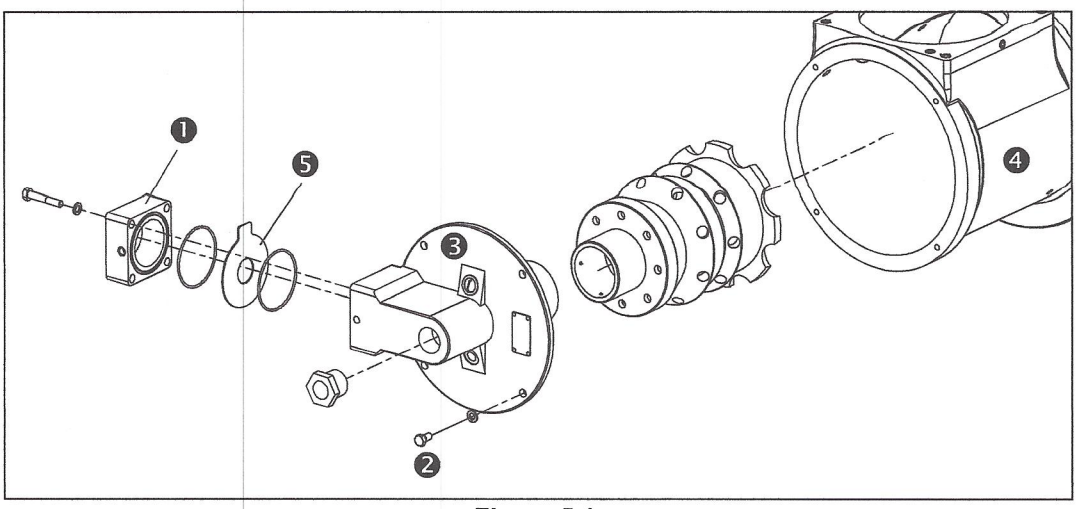

**Figure 5.1.**
6. Remove and clean the orifice plate ❺, see Figure 5.1.
The nozzle and combustion tube/block can be inspected without removing the burner from the chamber wall or entering the chamber. See Figure 5.1. Perform the following: